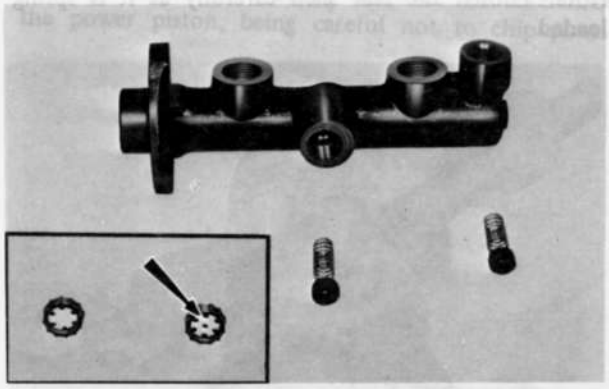

Fig. 11–13 Check valves and spring
4. Fit the guide pin, as shown in Fig. 11–11, into the stop bolt hole and insert the piston assembly and return spring into the cylinder. With a screwdriver push the piston as far as it will go, remove the guide pin, and install the stop bolt and washer.